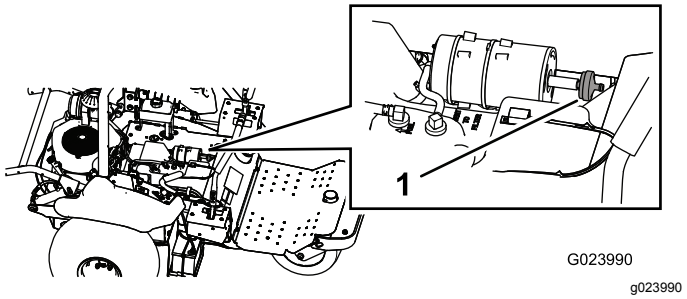

**Рисунок 46**
3. Отсоедините фильтр от бачка с активированным углем (Рисунок 46).